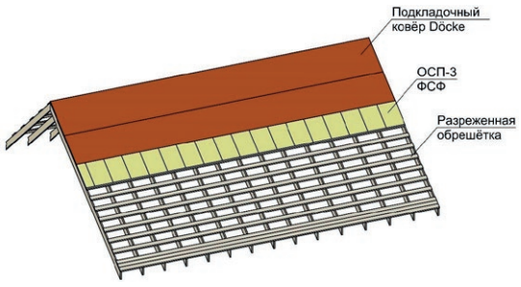

Рис. 9. Последовательный монтаж подкладочных ковров Döcke сверху-вниз.
4.1.6 Подкладочный ковёр монтируется параллельно карнизу, снизу-вверх, с нахлёстом следующего ряда 100 мм, торцевые нахлёсты составляют 150 мм. Для минимизации хождения по коврам, особенно на крутых скатах, допускается производить последовательный монтаж сверху-вниз: монтируется верхний ряд плит ОСП-3 или фанеры ФСФ, затем на смонтированный ряд плит монтируется верхнее полотно подкладочного ковра (рис. 9). Данный способ монтажа подойдёт только для простых крыш, на которых отсутствуют ендовы.